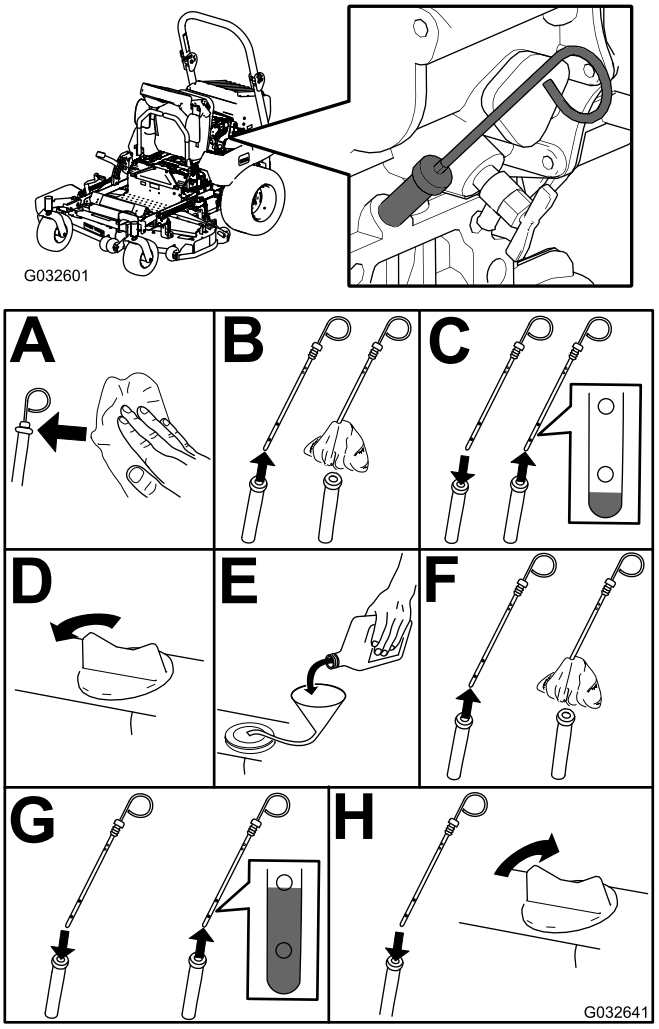

**Figur 47**
3. Kontroller motoroljenivået (Figur 47).